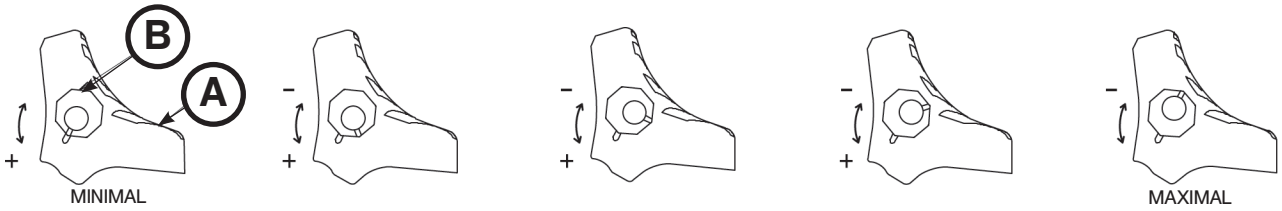

Abbildung 70
1. Die Innensechskantschraube mit dem 5/32 Zoll-Sechskantschlüssel und 7/16 Zoll-Kombischlüssel oder Steckschlüssel in der Mitte des Sperrpedals entfernen. Ab Werk ist die Stärke der Radsperre auf das Minimum eingestellt. Die Markierung am Pedal (A) wird auf die Markierung an der Achtkantmanschette (B) ausgerichtet (Abbildung 70).
2. Die Manschette (B) entfernen. Die Manschette zur Erhöhung der Sperrstärke entgegen dem Uhrzeigersinn und zur Verringerung im Uhrzeigersinn drehen. Die Manschette wieder in das Pedal einsetzen (Abbildung 70).